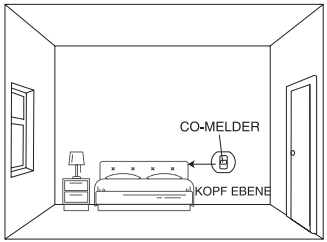

Abbildung 3: Installation in einem Schlafzimmer oder einem anderen Raum ohne Brennstoffverbrennungsgerät (installiert auf Kopfhöhe)
2. Wenn der CO-Melder in einem Schlafzimmer oder Zimmer ohne Brennstoffverbrennungsgerät installiert wird (siehe Abbildung 3):